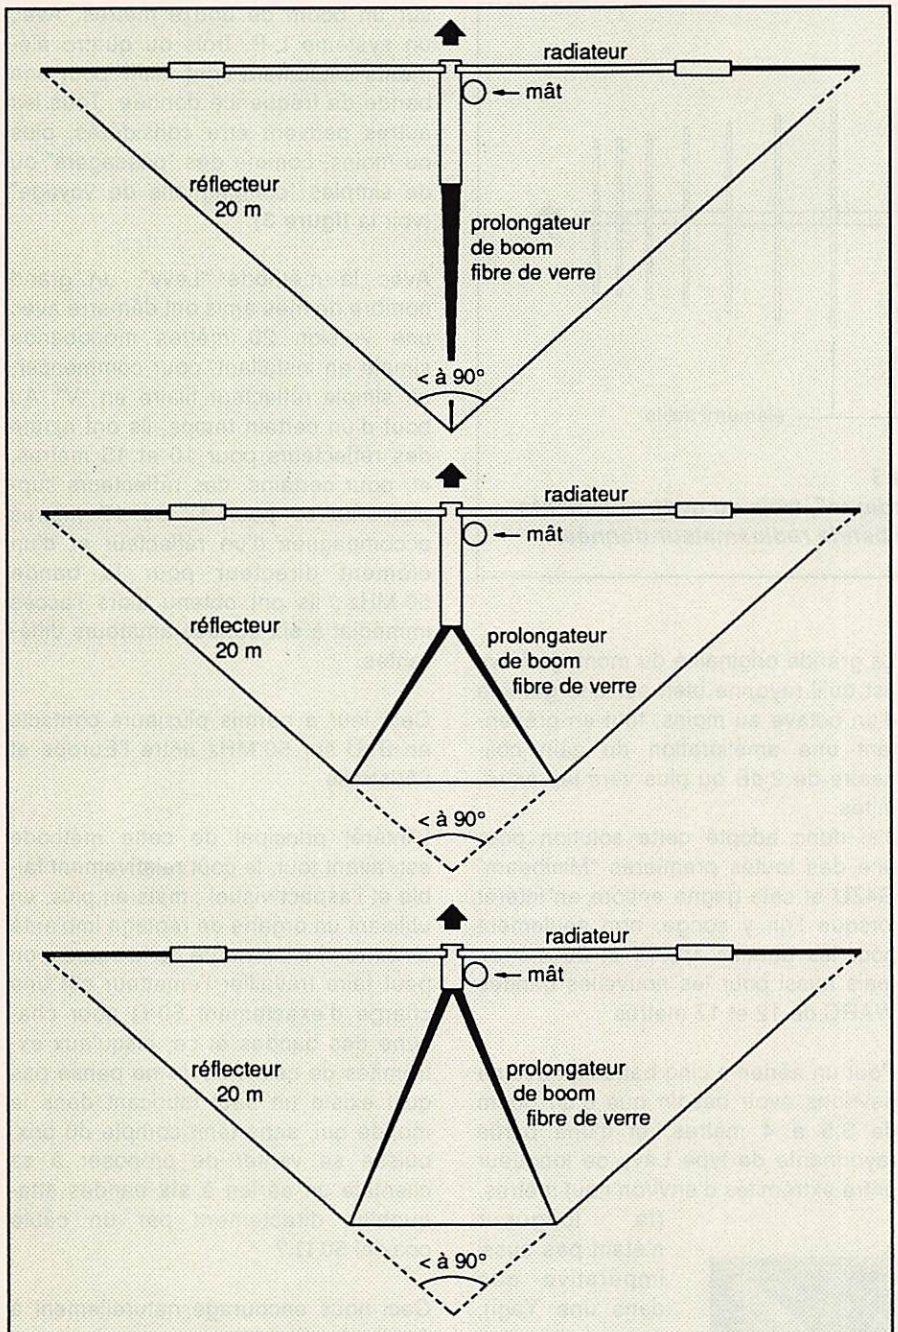

Figure 2
(2) Si l'on s'intéresse surtout aux bandes classiques, 10,15 et 20 mètres, l'utilisation d'un dipôle multibande à trappes semble être la meilleure solution. Les extrémités des brins peuvent être allongées à l'aide de petites tiges de fibre de verre pour obtenir un angle au sommet de 90° pour le réflecteur 20 mètres ; ou bien, on peut allonger la perche en fibre de verre (comme indiqué **figure 2**) pour éviter un angle au sommet trop aigu qui diminuerait la résistance au rayonnement (voir l'Annexe, la figure 2 et la photo de la première page de cet article).
(3) Le montage "Levy". Si j'écrivais cet article pour tout autre pays que la France, j'hésiterais vraisemblablement à suggérer la réalisation d'un aérien rotatif utilisant une partie rayonnante de type "Levy", alimenté par un source à circuit ouvert de 300 Ω ou 600 Ω.